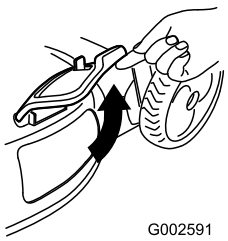

Figura 28
2. Levante la puerta de descarga lateral (Figura 28).